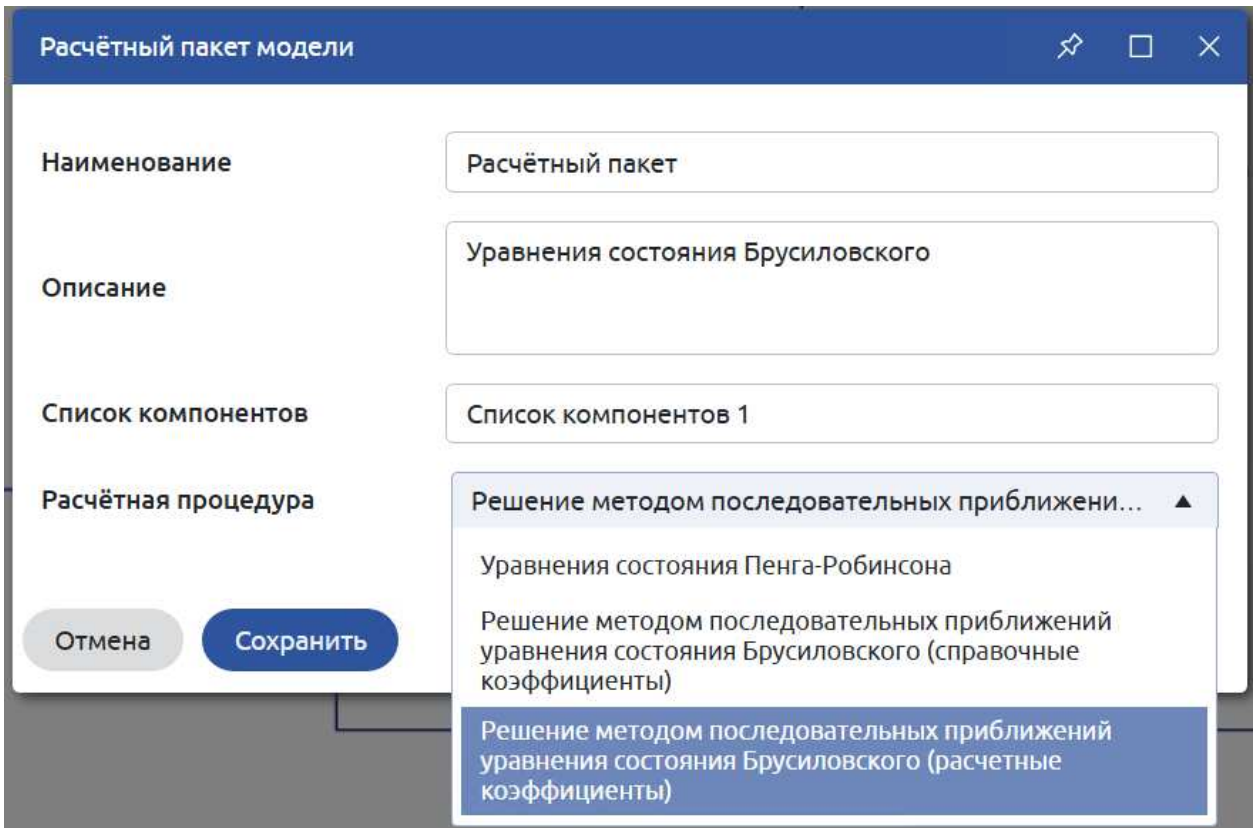

Рисунок 49. Расчетный пакет модели
2. В диалоговом окне «Расчетный пакет внести информацию о расчетном пакете (Рисунок 49):